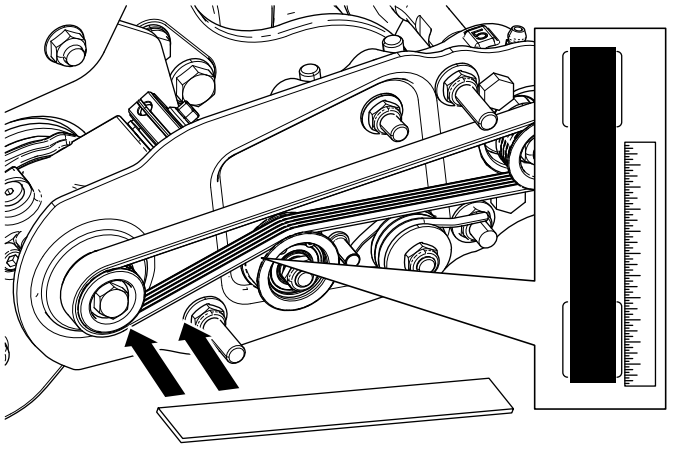

Figur 18
- Legg en rett kant langs den ytre siden av **drivremskiven** (Figur 18). **Ikke** legg den rette kanten over både den drivende og den drevne remskiven.